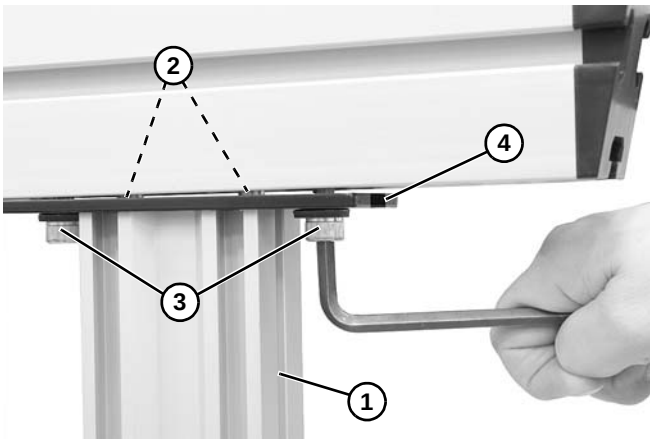

Figure 10
3. Raise stand leg **(Figure 10, item 1)** to bottom of conveyor. Make sure top plate mounting screws **(Figure 10, item 2)** align into channel.
4. Slide mounting hardware **(Figure 10, item 3)** into slot **(Figure 10, item 4)** on both sides of top plate and tighten.